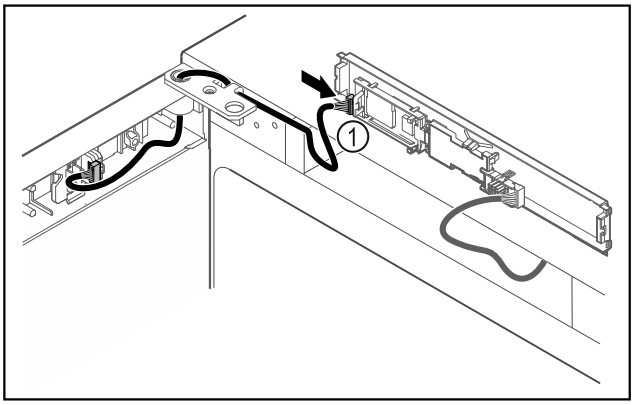

Fig. 43
▶ Enchufar el conector *Fig. 43 (1)* en la platina.